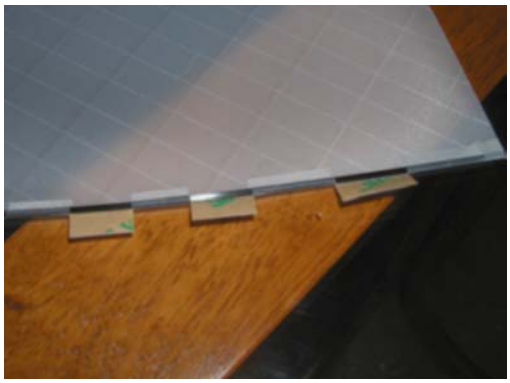

Figure 30: Alternating pattern of the roll over, and finished leading edge.
34. Cut the roll over at regular intervals; I end up with 7 roll over sections (so a total of 6 cuts including the first one). Roll over these sections in an alternating pattern, then come back and finish the entire leading edge. Use the procedure as in section 33. See Figure 30 and 31. Afterwards, burnish the roll over down firmly with something that can get into the corner (I use a letter opener).